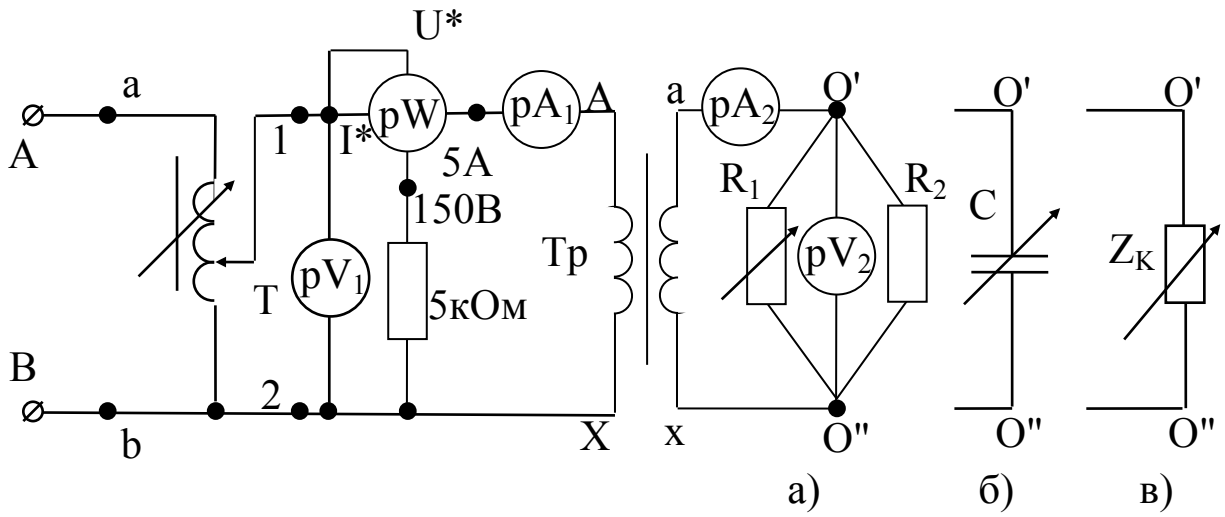

Рис. 5.3
4.1. Собрать схему согласно рис. 5.3.
4.5. Выключите стенд, вместо реостата R_2 подключить параллельно реостату R_1 конденсаторы С (рис. 5.3, б) максимальной емкости.
4.7. Выключить стенд, вместо конденсатора С подключить параллельно реостату R_1 катушку (рис. 5.3, в).